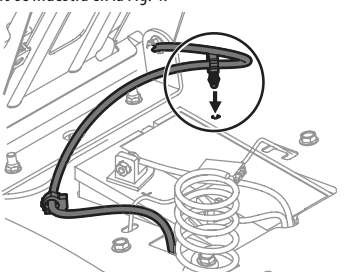

Fig. 4
5. Usando la traba del mazo unida al mazo, asegure el exceso de cable al guardabarros colocando la traba del mazo en su lugar como se muestra en la Fig. 4.